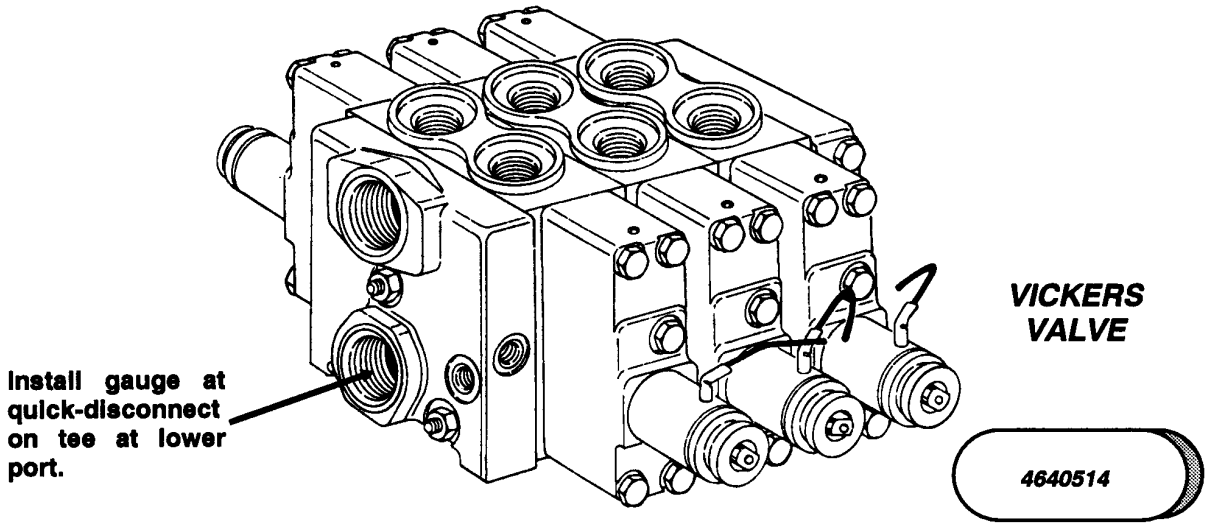

Figure 2-18. Vickers Proportional Valve Pressure Setting, Machines Built Prior To 1989 With Accessory Valve. (Sheet 1 of 4).
c. Vickers Proportional Valve Pressure Setting, Machines Built Prior To 1989 With Accessory Valve are shown in Figure 2-18, 2-19, 2-20, and2-21.